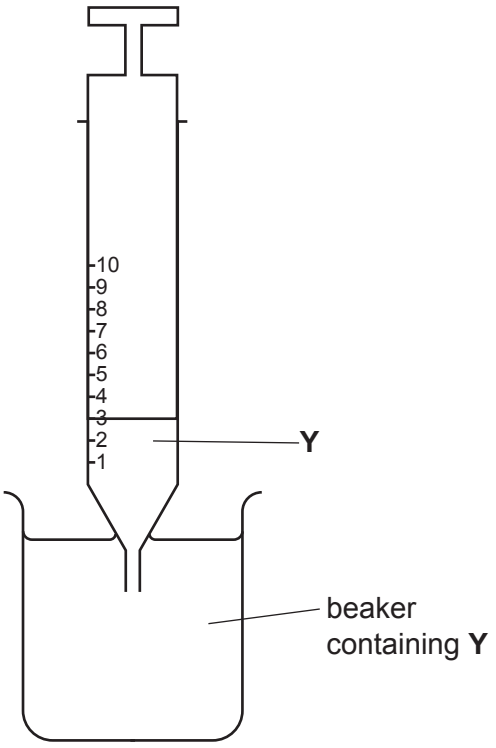

Fig. 1.2
6. Pull the plunger out to the 3 cm^3 mark so that **Y** enters the syringe, as shown in Fig. 1.2.